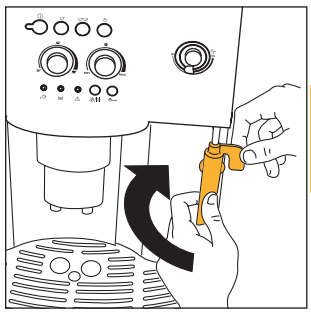

Abb.25
- Den Drehknopf nach rechts bis zum Anschlag drehen und mit einer Hand den Griff des Milchaufschäumerrohrs festhalten. Mit der anderen Hand den Milchaufschäumer selbst durch Drehen nach rechts aufschrauben und herausziehen (Abb. 25).